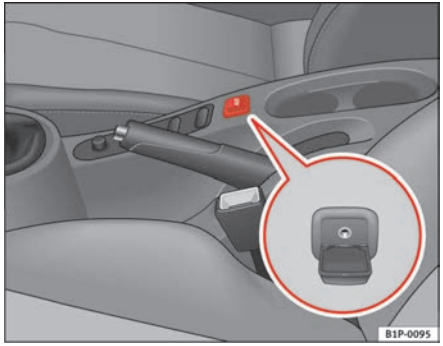

Fig. 102 Auxiliary audio connection
– Lift the AUX cover ⇒ fig. 102.